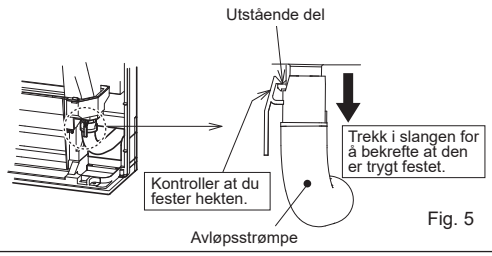

Fig. 5
- Før inn avtappingsslangen hele veien til bunnen av avtappingsfatet (endekobling). (Fig. 5)